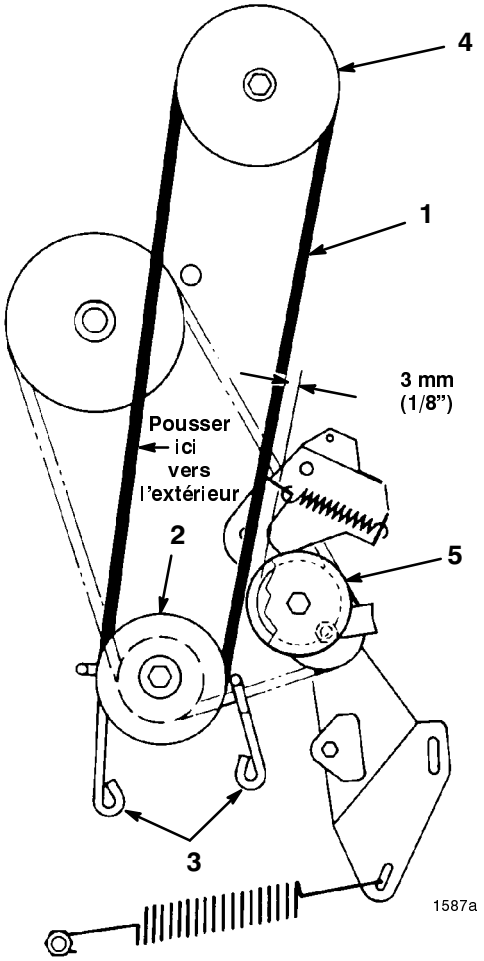

Figure 23
7. Desserrer les boulons de fixation des 2 guide-courroie de la poulie moteur, et écarter les guides de la poulie. Retirer de la poulie moteur la courroie d'entraînement de la lame (Fig. 23).
12. Pousser la courroie vers l'extérieur (pour la tendre) comme illustré à la figure 23, et vérifier l'écart entre l'extérieur de la courroie et la gorge de la poulie de renvoi (Fig. 23). L'écart doit être d'environ 3 mm (1/8").